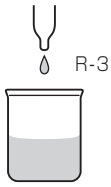

図3
3. 加熱を止め、R-3試薬を1～2滴加えて色を消す。（図3）